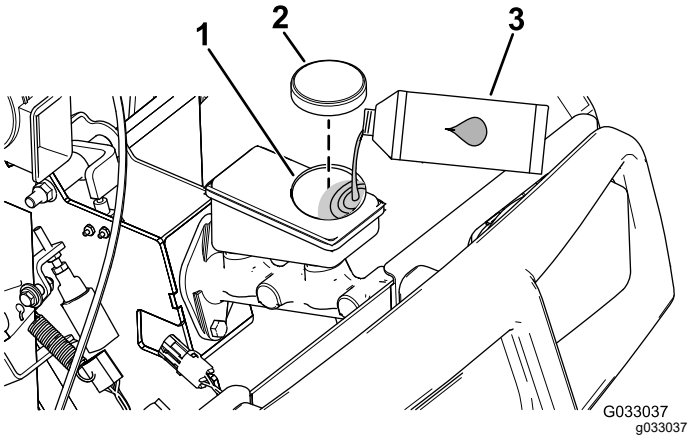

Figur 16
2. Lyft upp motorhuven så att du kommer åt huvudbromscylindern och behållaren (Figur 16).
A. Rengör området kring tanklocket och ta av locket (Figur 16).
C. Sätt tillbaka behållarens lock (Figur 16).